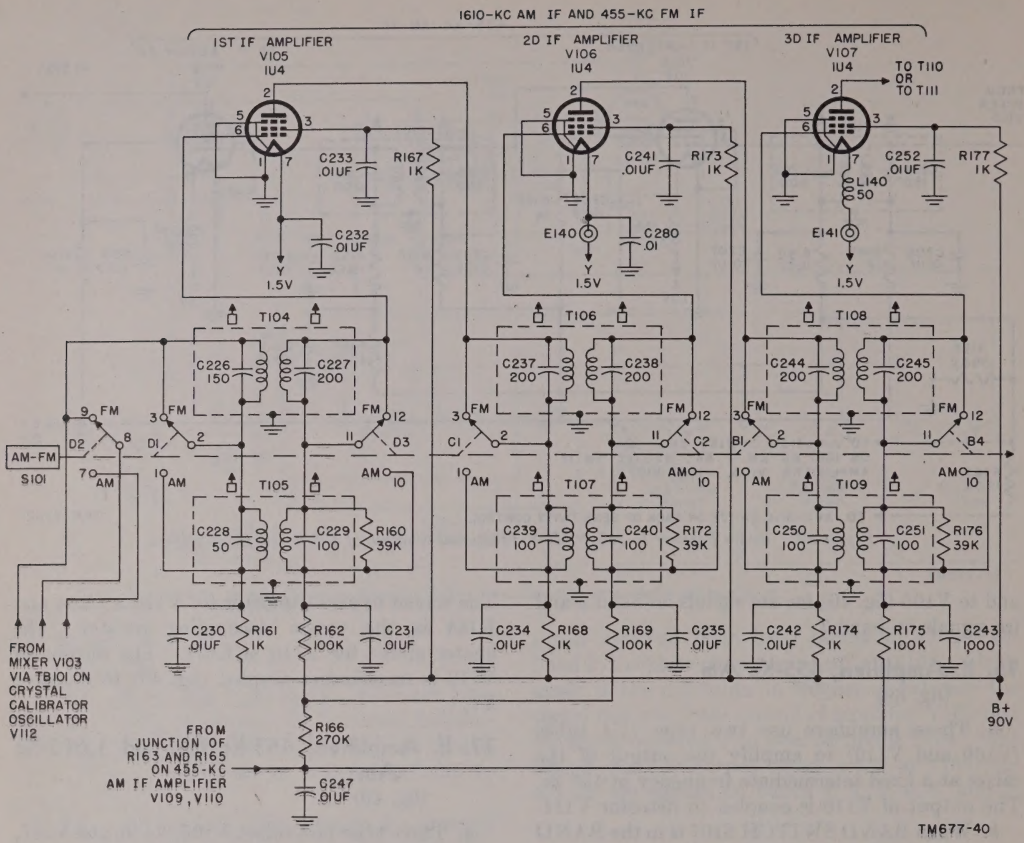

Figure 40. Radio Receiver R-395/PRD-1, functional diagram of 455-kc fm and 1,610-kc am if. amplifiers.
and to V105 (fig. 40) for am signals on band 2 and fm signals on band 7.
77. If. Amplifiers, 455-Kc Fm, and 1,610-Kc Am (fig. 40)
e. Figure 40 shows grid, plate, and screen circuits similar to those described in *d* above associated with V106 and V107.